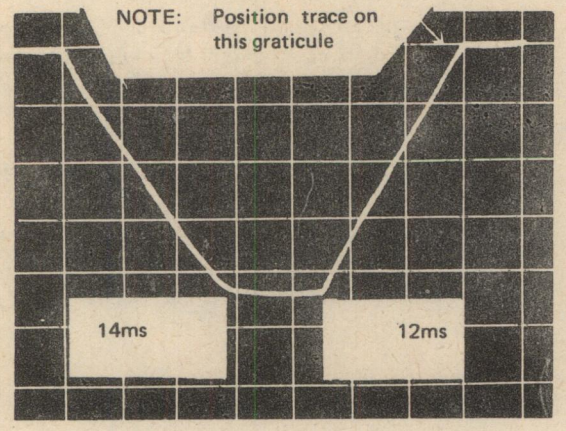

Figure 4
E. Adjust R6-B7 (RMP) to 14 ms start time per figure 4.
F. Adjust R7-B7 (RMP) to 12 ms stop time per figure 4.